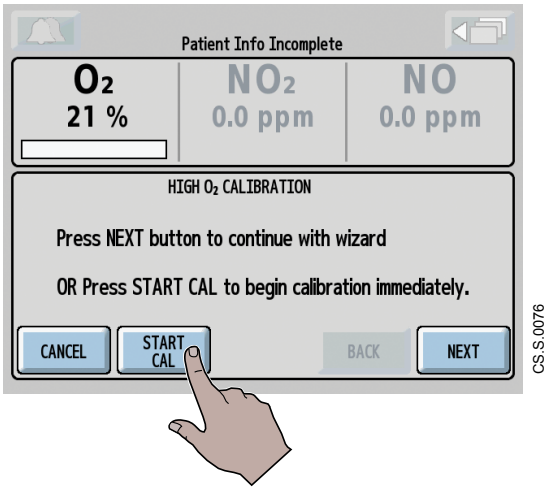

Figure 5-10 Selecting **START CAL** to start O_2 calibration
6. Select the **START CAL button** to start the High O_2 Calibration. (Figure 5-10).
Table 5-2 Screen Buttons, Figure 5-10